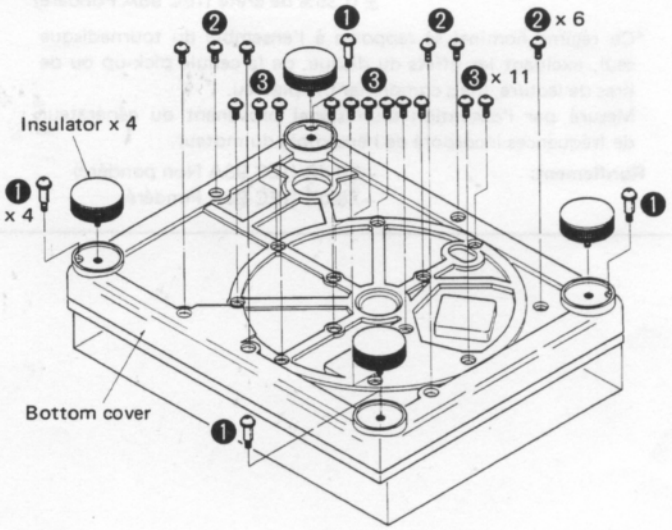

Fig. 1
3. Remove the insulators and the 21 setscrews **(Fig. 1 : ❶,❷,❸)** of the bottom cover.